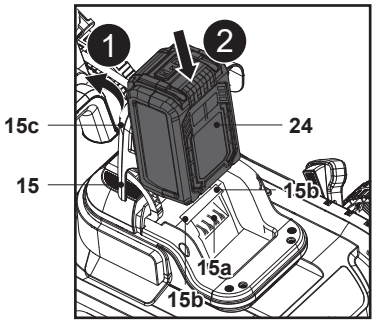

**Rys. 8**
2. Unieść pokrywę magnetyczną (15c) i otworzyć pokrywę komory akumulatora (15) (rys. 8, krok 1).
3. Ustawić akumulator (24) w jednej linii z dwoma prowadnicami (15b) i wsunąć akumulator (24), aby go zamocować (rys. 8, krok 2).
4. Styki elektryczne (15a) muszą zostać w pełni wsunięte w akumulator (24), a akumulator musi kliknąć.
5. Akumulator (24) można zamontować tylko w jednym ułożeniu.
6. Ostrożnie zamknąć pokrywę komory akumulatora (15).